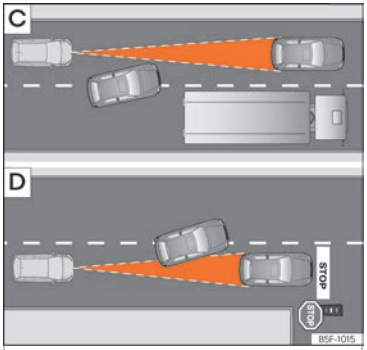

Fig. 183 C Changement de voie d'un véhicule. D Véhicule tournant et un autre arrêté.
- Véhicules changeant de voie pour aller sur la vôtre, à courte distance de votre véhicule ››› **fig. 183** C.
L'ACC peut ne pas réagir face à des véhicules arrêtés. Par ex., si un véhicule détecté par l'ACC tourne ou se détache et que devant ce dernier se trouve un véhicule à l'arrêt, l'ACC ne réagira pas face à celui-ci ››› fig. 183 D.